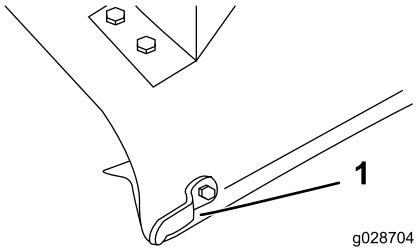

Figur 7
1. Markera och borra ett hål som är 9,5 mm i diameter i mitten av gräsriktarens stopp (Figur 7).